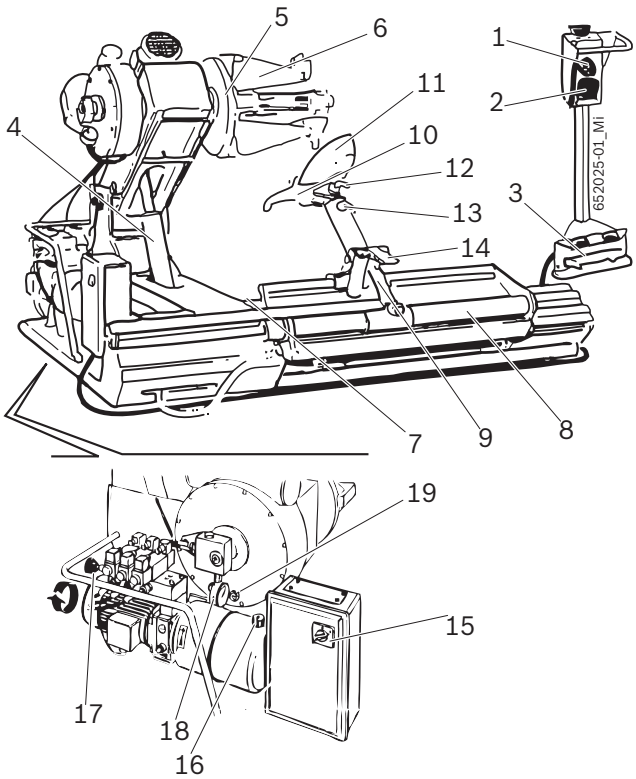

Fig. 1: JUMBO TCS 52 ANW MAXI
La flangia di serraggio funziona tramite circuito idraulico ad alta pressione, regolabile da 20 a 130 bar ruotando l'apposita manopola (Fig. 1, pos. 17) e leggendo il valore sul manometro (Fig. 1, pos. 18). La pressione normale di esercizio è di 130 bar. Per cerchioni deboli o particolarmente sottili è necessario diminuire tale pressione.
Per ruote con diametro inferiore a 800 mm o superiore a 1500 mm, si consiglia di sfilare la spina dell'utensile di montaggio (Fig. 1, pos. 12) e posizionarla nel secondo foro.